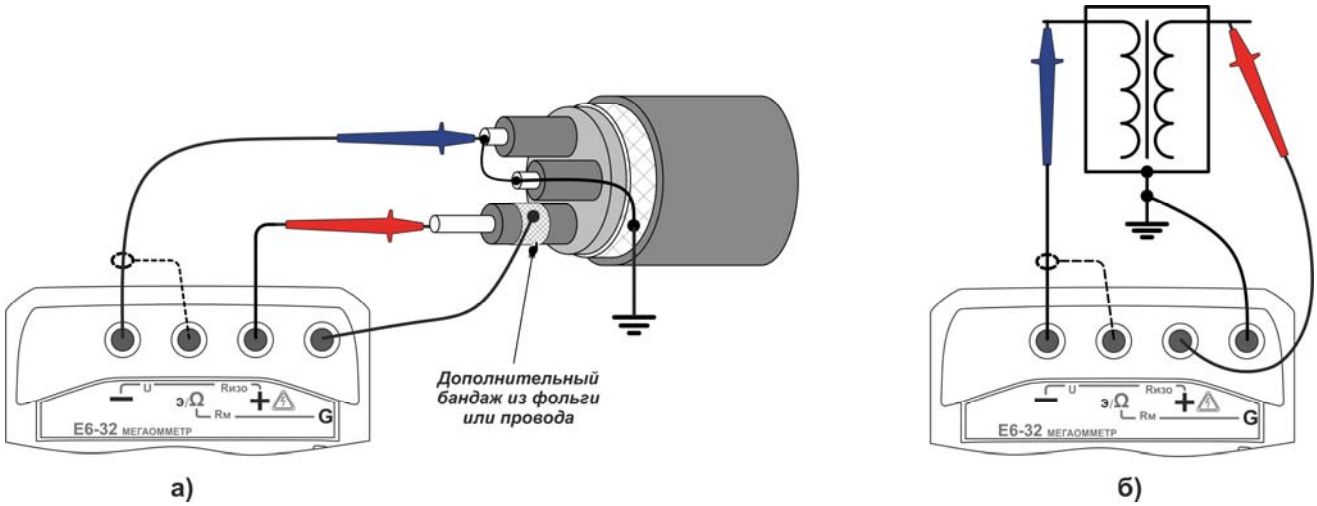

Рисунок 2.6 – Снижение влияния поверхностных токов утечки
– обычно, если один из контактов измеряемого сопротивления заземлен (рисунок 2.6.а), то к нему рекомендуется подключать «-» мегаомметра. Однако, в случае неустойчивых показаний смена полярности подключения может обеспечить более стабильные показания.